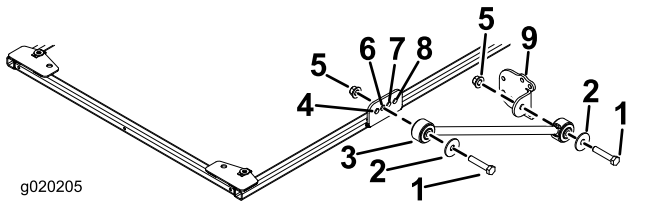

Figur 8
7. På hver side af solskærmens ramme skal du løst fastgøre en afstiver i det andet hul i afstiverbeslaget med en bolt (1/2 x 2-1/2 tommer), en spændeskive (1/2 tomme) og en flangemøtrik (1/2 tomme) som vist i Figur 8.
8. Fastgør løst et afstiversbeslag på hver afstiver med en bolt (1/2 x 2-1/2 tommer), en spændeskive (1/2 tomme) og en flangemøtrik (1/2 tomme) som vist i Figur 8.